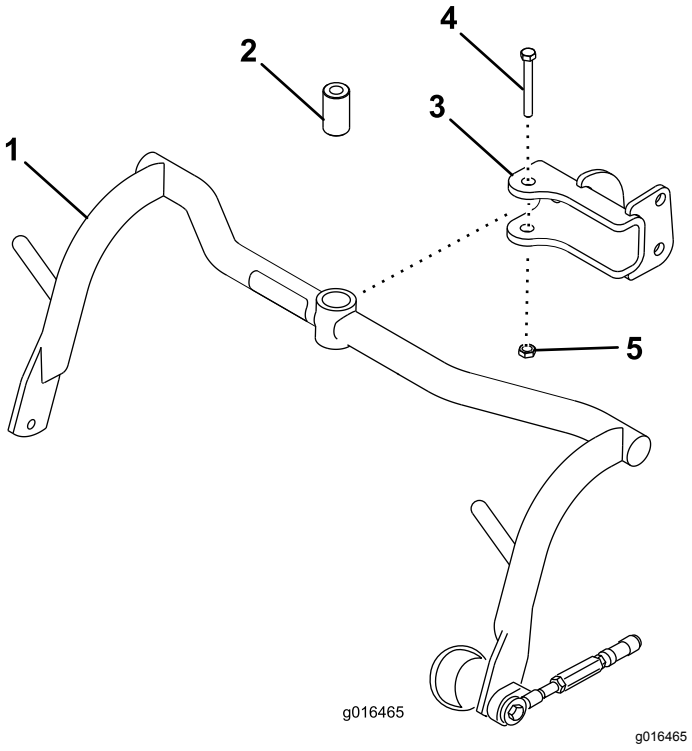

**Figur 8**
1. Montera en bärramsenhet på varje sprint med en distansbricka, skruv (1/2 x 3 1/4) och låsmutter (1/2 tum). Se Figur 8. Dra åt till ett moment på 91–113 N·m.